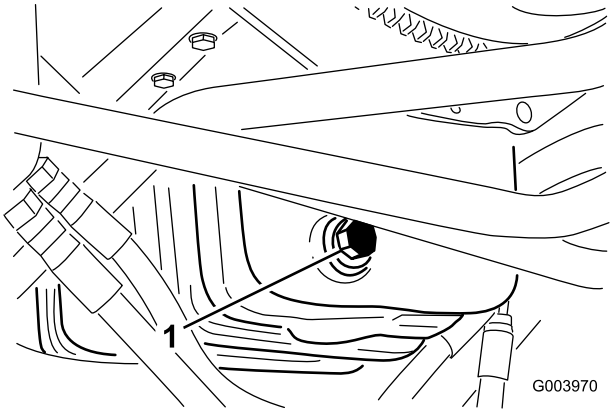

Figur 55
1. Fjern aftapningsproppen (Figur 55), og lad olien flyde over i aftapningsbeholderen.